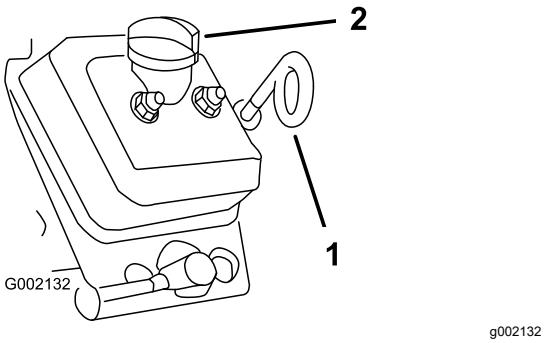

**Figuur 35**
5. Maak de omgeving van de oliepeilstok en de vuldop (Figuur 35) schoon met een doek zodat er vuil niet in de buis van de peilstok of de vulopening kan vallen en de motor beschadigen.
6. Verwijder de peilstok en veeg hem schoon (Figuur 35).
7. Schuif de peilstok in de peilstokbuis en duw tot hij niet verder kan (Figuur 35).
10. Plaats de vuldop terug (Figuur 35).
11. Steek de oliepeilstok helemaal in de opening (Figuur 35).